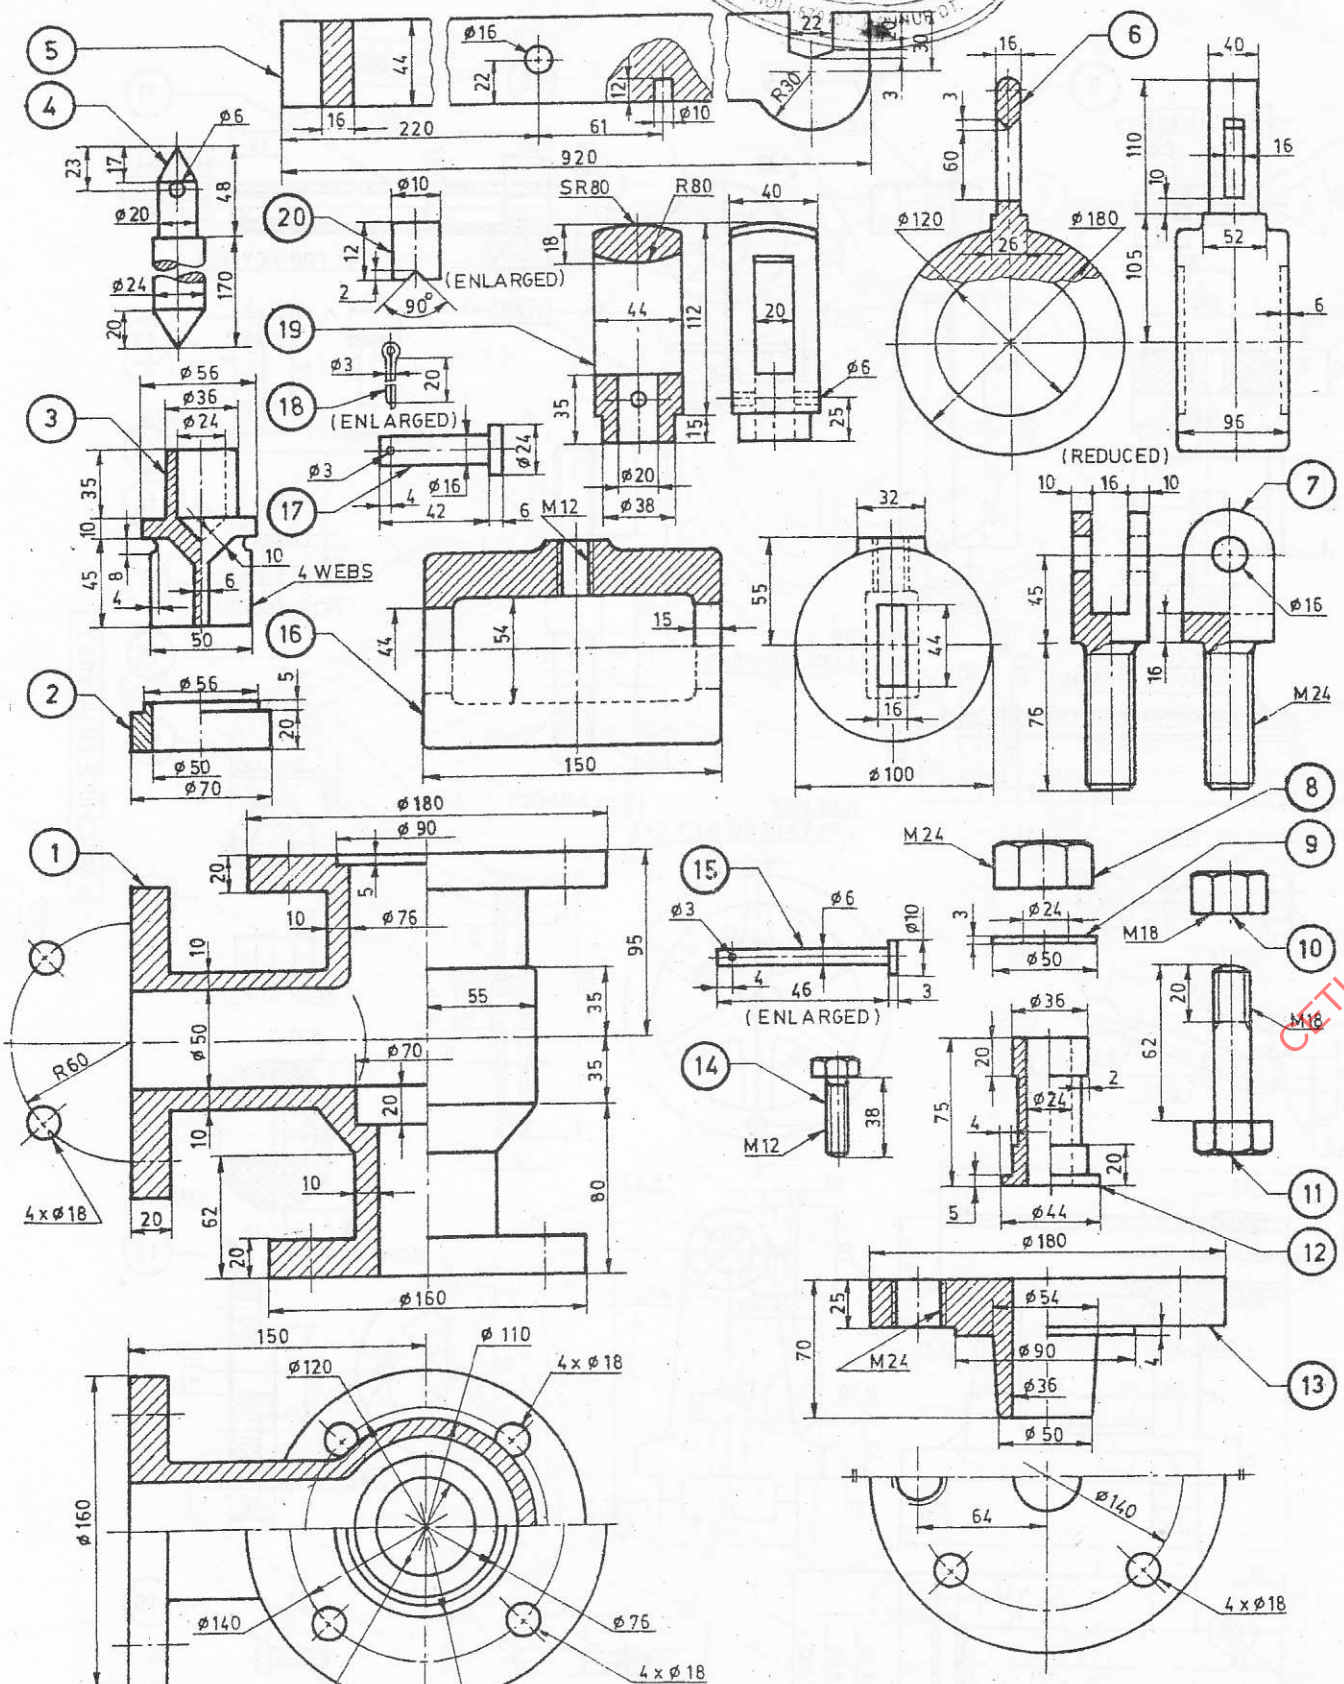

Fig. 4 **LEVER SAFETY VALVE**
VI. Parts of a lever safety valve with its dimensions are shown in Fig 4. Assemble the parts and draw its half sectional elevation. (40)